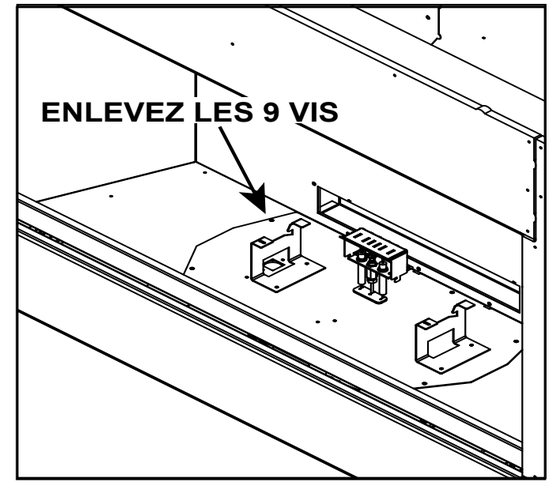

Figure 9.3 Retrait de la plaque de vanne
5. Retirez les neuf vis autour du périmètre de la plaque de vanne, fixant celle-ci à l'appareil. Voir la figure 9.3.